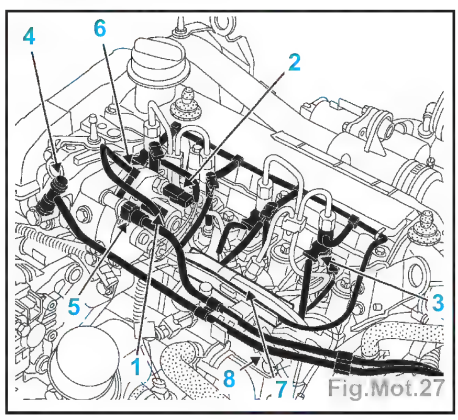

Fig.Mot.27
• les connecteurs de l'actuateur de débit (1) (Fig.Mot.27),
• les connecteurs de la sonde de température de gazole (2),
• les connecteurs des injecteurs (3),
• sur la pompe, les tuyaux d'alimentation (4) et de retour (5),
• le tuyau de retour (6) reliant les injecteurs à la pompe.
• la goulotte (7) située sur la rampe haute pression (Fig.Mot.27),
• le tuyau de retour de carburant (3) (Fig. Mot.27),